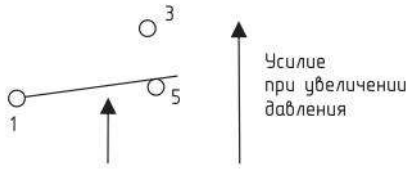

Рисунок 3 – Диаграмма срабатывания реле перепада давления
1.3.4.2 При увеличении разности давлений выше заданной уставки происходит переключение однополюсного механического контакта: контакты 1 и 5 размыкаются, а контакты 1 и 3 замыкаются (смотри рисунок 3).